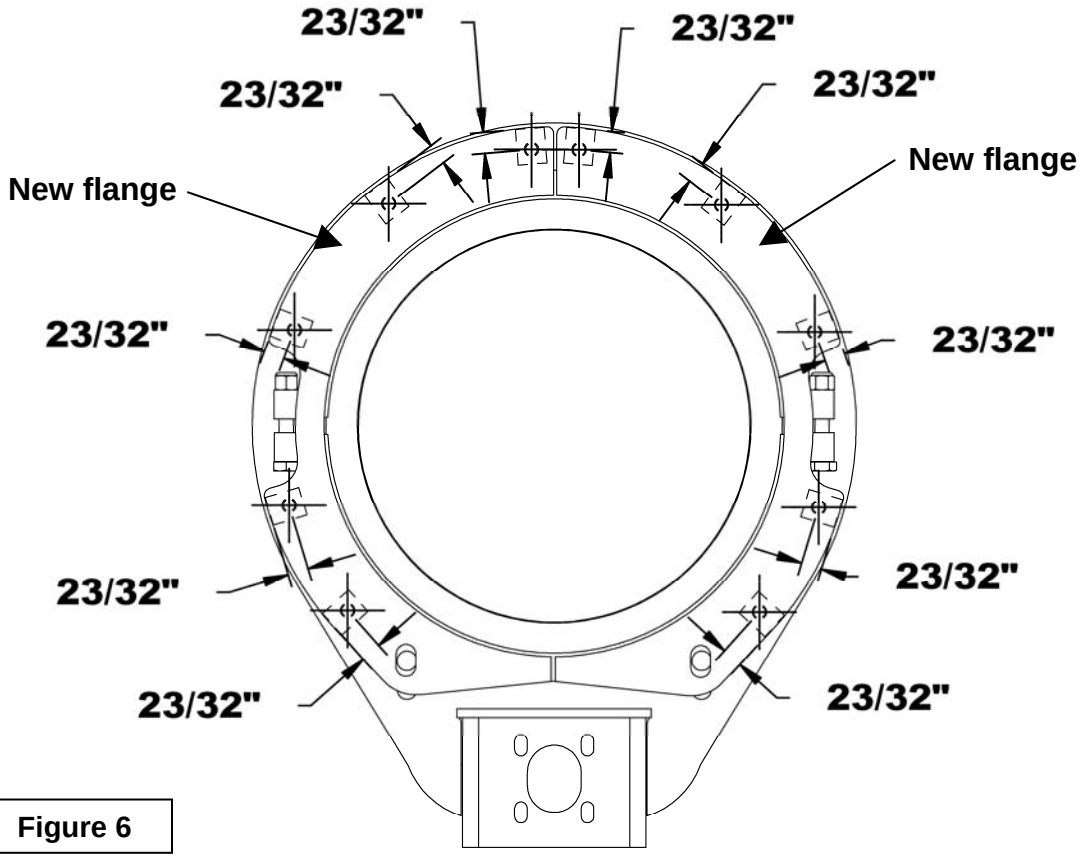

Figure 6
4. **Figure 6:** Remove the flanges and make marks in the center of the two side lines and at 23/32" from the outside line of each block.